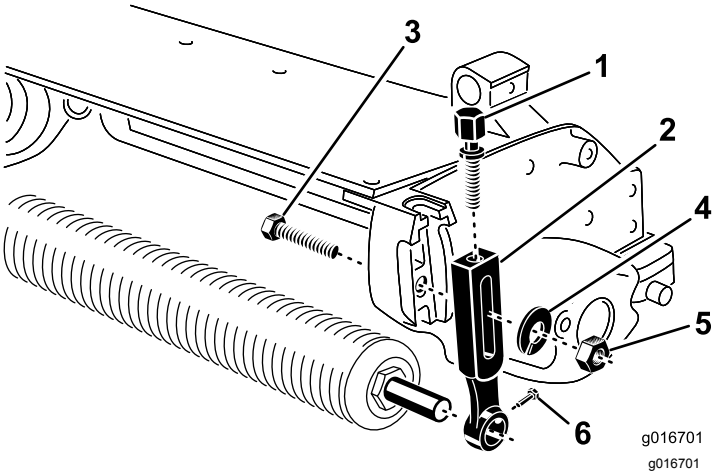

Figuur 1
1. Verwijder de ploegbout, ring en moer waarmee één van de maaihoogtearmen aan de zijplaat van het maaidek is bevestigd (Figuur 1).
2. Zet de rolmontagebouten in de maaihoogtearmen los (Figuur 1).
3. Schuif de maaihoogtearm van de rolas (Figuur 1).